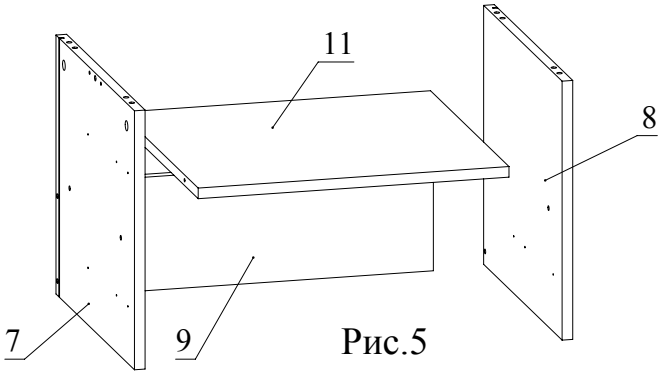

Рис.5
3. Установить деталь 9 на деталь 11 и зафиксировать, повернув конфирматным ключом головки минификсов по часовой стрелке до упора (Рис. 5).
Установить деталь 11 между деталями 7 и 8 и зафиксировать, повернув конфирматным ключом головки минификсов по часовой стрелке до упора (Рис. 5).
С помощью конфирматов скрепить деталь 9 с деталями 7 и 8 (Рис. 5).